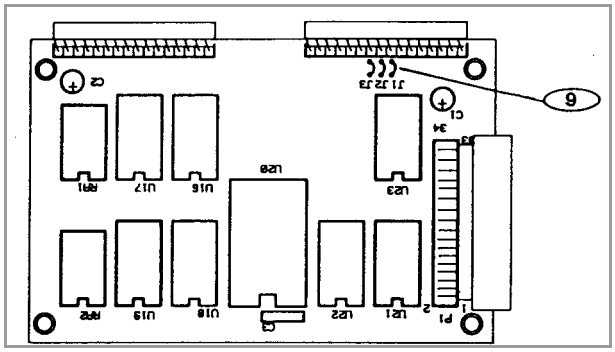

Figure 1-4 *Display Printed Circuit Board.*
3. With the plate removed you will see the display printed circuit board (Figure 1-4). Locate 9, jumpers J1, J2, and J3.